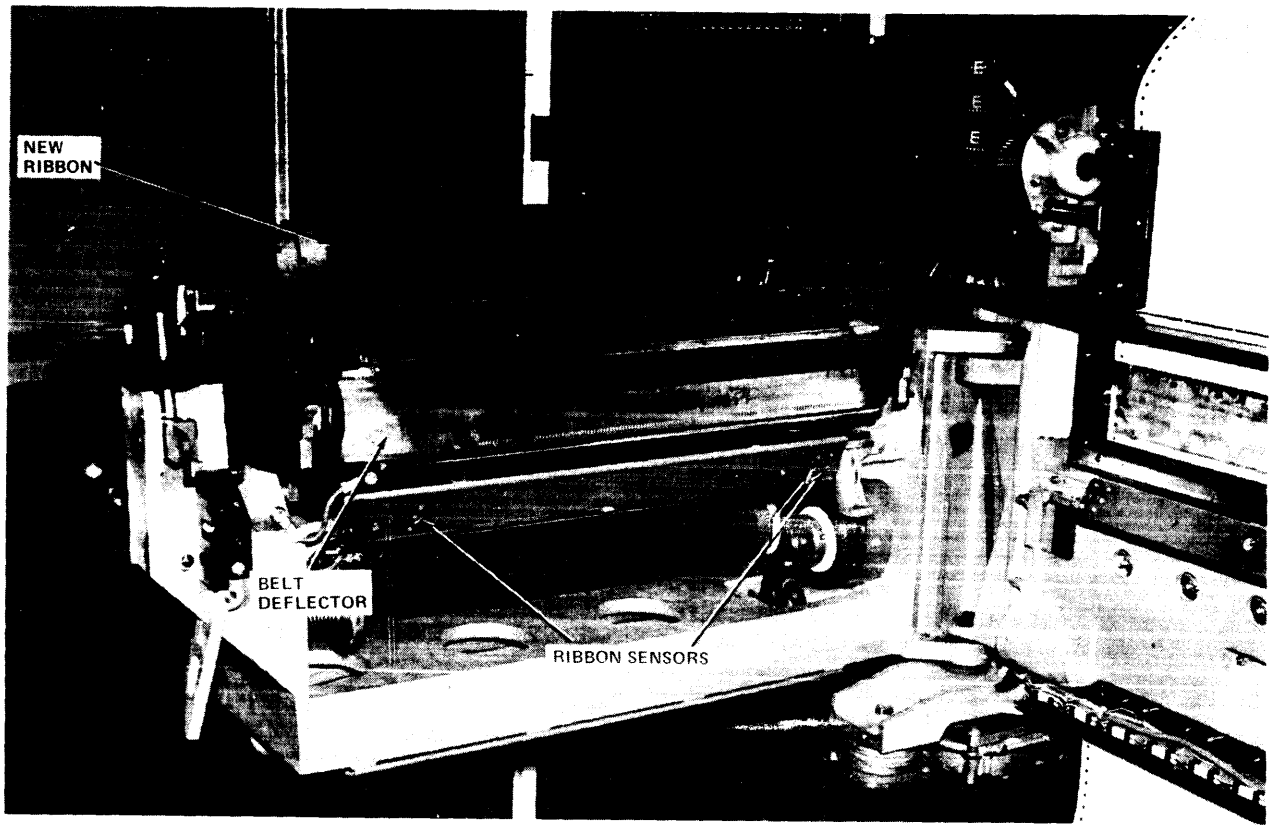
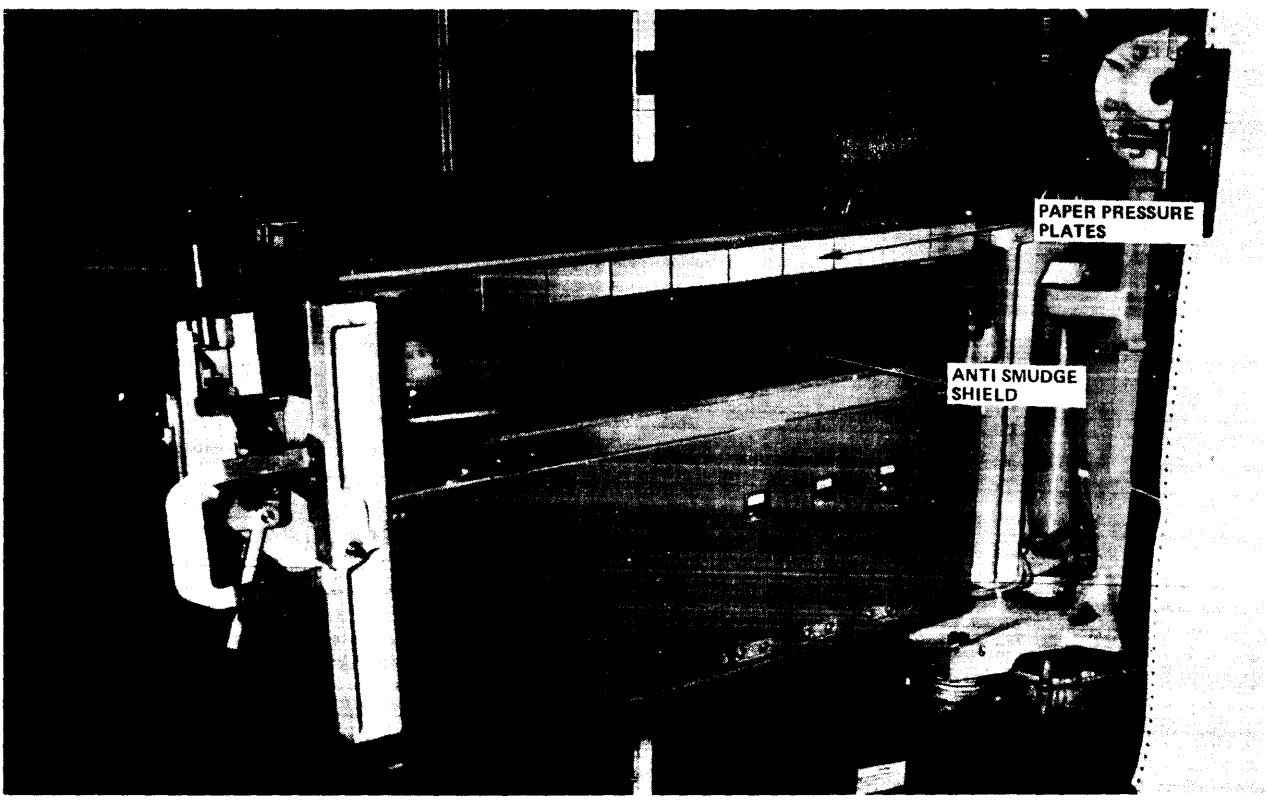

Figure C-34
Figure C-35
6. Remove second old ribbon spool and place in empty carton (Figure C-34).
7. Before installing a new ribbon, wipe both side of anti-smudge shield (Figure C-35), belt deflector (Figure C-34 and ribbon sensors (Figure C-34) using a Honeywell C-34 approved general cleaner.